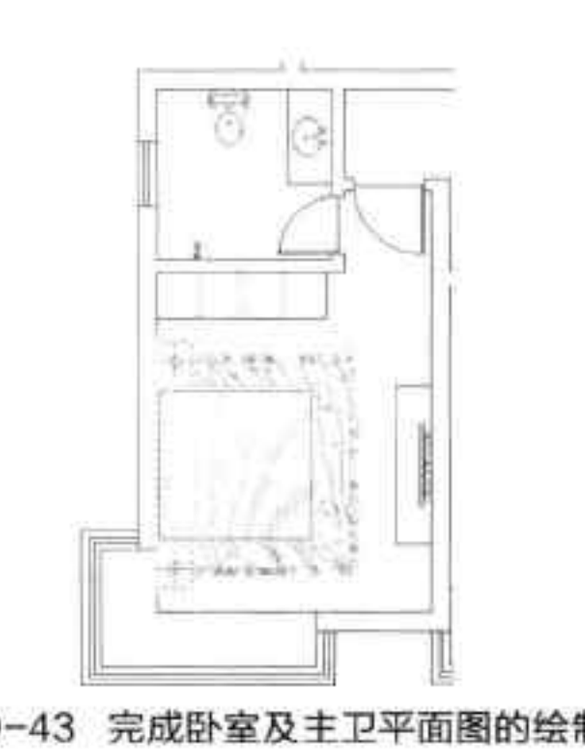

图19-43 完成卧室及主卫平面图的绘制
Step 10 执行“矩形”命令，绘制长 2000mm、宽 450mm 的长方形，放置在电视机处，作为电视柜，如图 19-43 所示。至此完成卧室及主卫平面的绘制。